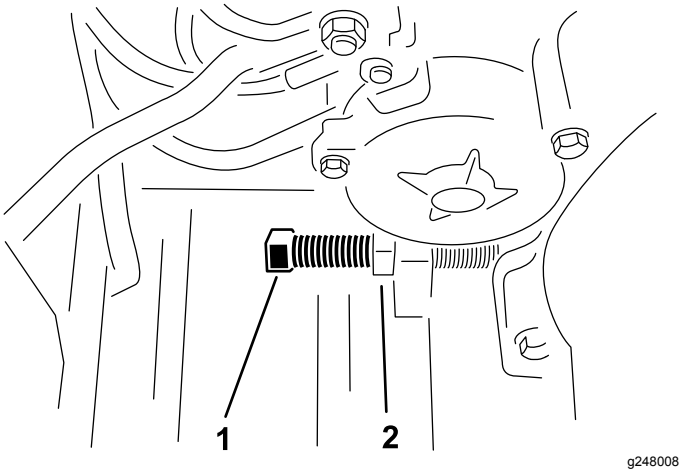

**Figur 22**
3. Løsne låsemutteren, og vri deretter justeringsskruen til du oppnår ønsket remspenning (Figur 22).
5. Juster motoren slik at den er parallell med rammen. Trekk til monteringsboltene for motoren (Figur 22).